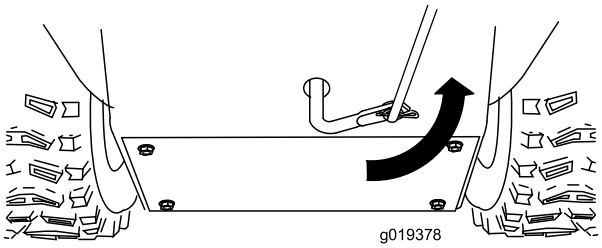

Figur 6
5. Vrid den nedre länkarmen helt uppåt (motsols) (Figur 6).